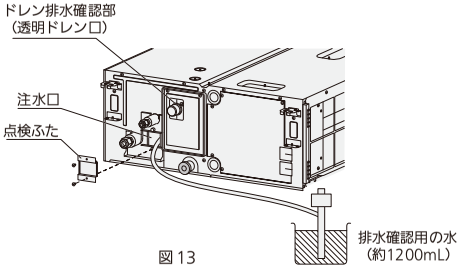

図 13
- 図 13 の通り、注水口よりドレンパン内に排水確認用の水（約 1200mL）を少しずつ入れてください。